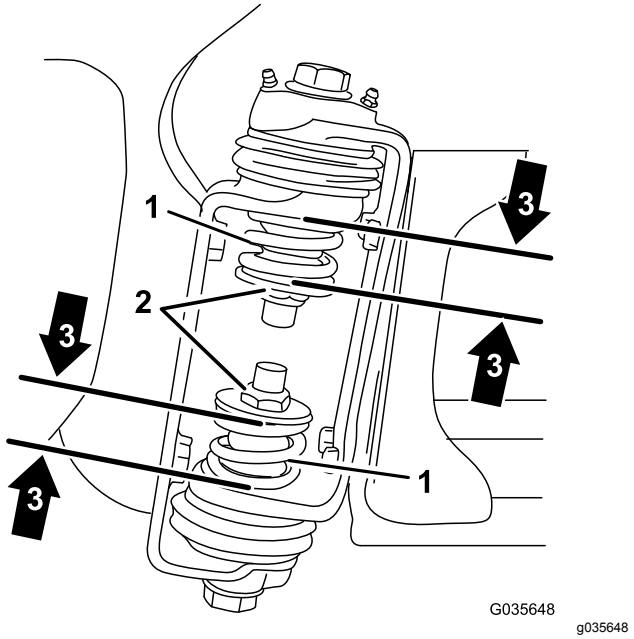

Figuur 3
3. Meet bij het spuitboomscharnier de bovenste en de onderste veren in samengedrukte toestand (Figuur 3).
B. Gebruik de contramoer (Figuur 3) om de veren samen te drukken die langer dan 3,96 cm zijn.